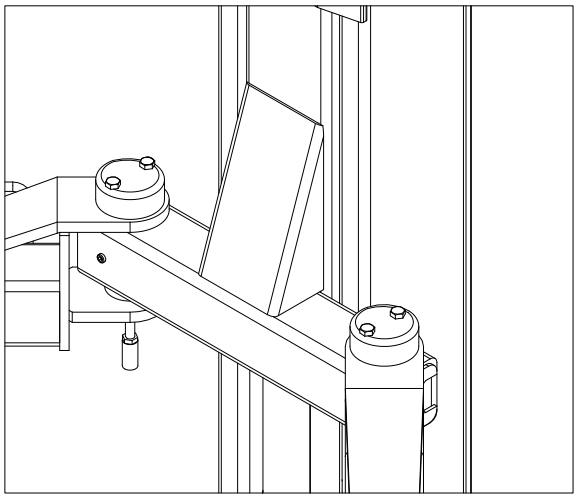

Fig. 37
• Premere il pulsante di salita e portare i carrelli a circa 70 cm dal pavimento. Premere il pulsante di blocco. PORTARE L'INTERRUTTORE GENERALE (IG) SU 0 E INTERROMPERE L'ALIMENTAZIONE DEL PONTE.
• Montare i bracci nei supporti dei carrelli e inserire i perni nei fori come indicato nella Fig. 37. Il lato di ingresso dei bracci deve corrispondere al lato di ingresso del veicolo.